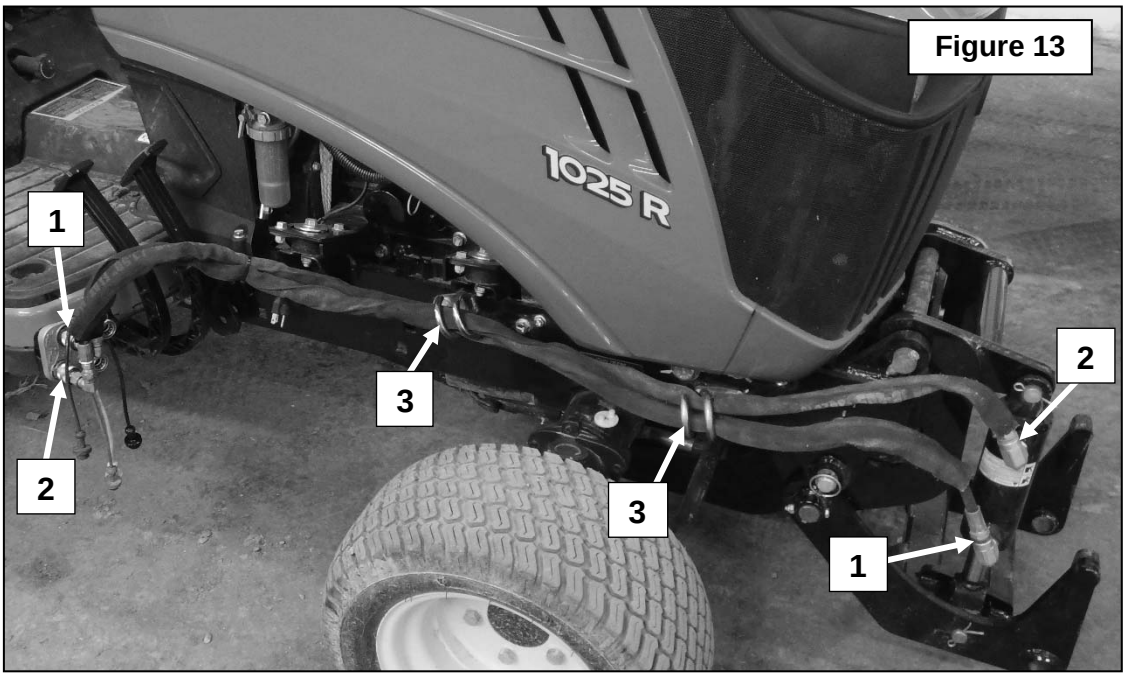

Figure 13
1. Regrouper tous les items énumérés dans le tableau de la figure 13.
2. **Figure 13 :** Insérer les boyaux (items 1 et 2) dans les deux supports de boyaux (item 3). Connecter le boyau de la prise supérieure du cylindre (item 2) à l'accouplement inférieur extérieur de la valve du tracteur et le boyau inférieur du cylindre (item 1) à l'accouplement supérieur extérieur de la valve te qu'illustré sur la figure 13.